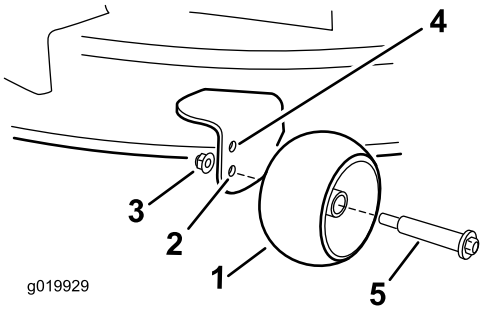

Figuur 20
- Bovenste gat – gebruik deze stand als het maaidek op een maaihoogte van 63 mm of lager staat (Figuur 20).
- Onderste gat – gebruik deze stand als het maaidek op een maaihoogte van 76 mm of hoger staat (Figuur 20).